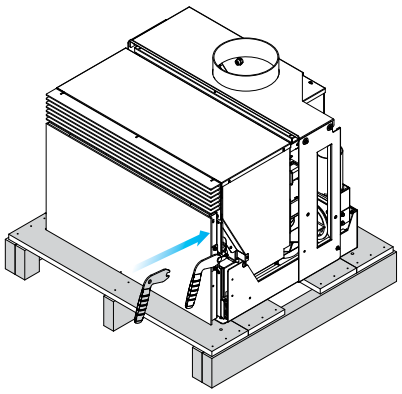

Afb. 6.1.0
2) Plaats de meegeleverde handgreep op de deurhendel (Afb. 6.1.0) van het ontvangen apparaat terwijl dit nog op de pallet is bevestigd.